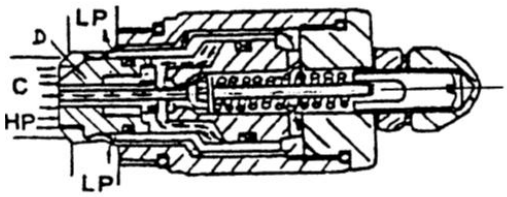

Fig.6.7
(3)Once the precursor valve core E is open, the back pressure of the core C will be reduced, so the core C will be shift to the right direction, then be on the core E. As a result, the back oil route of the core D will be cut off, the inside pressure will be also reduced. (See Fig.6.7)